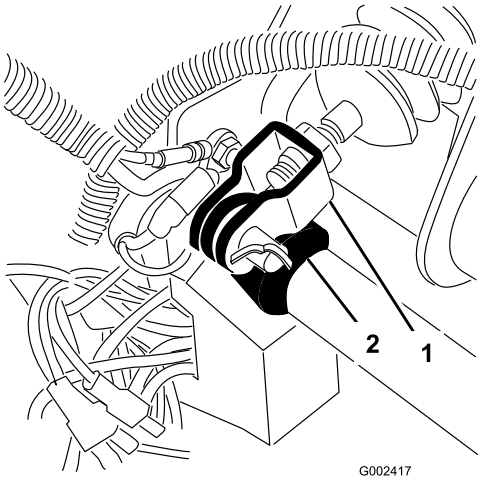

**Figur 64**
1. Fjern låseclipsen og gaffelbolten, som fastgør hovedcylindergaflen til bremsepedalens drejetap (Figur 64).
3. Løsn kontramøtrikkerne, der fastgør gaflen til hovedcylinderakslen (Figur 64).